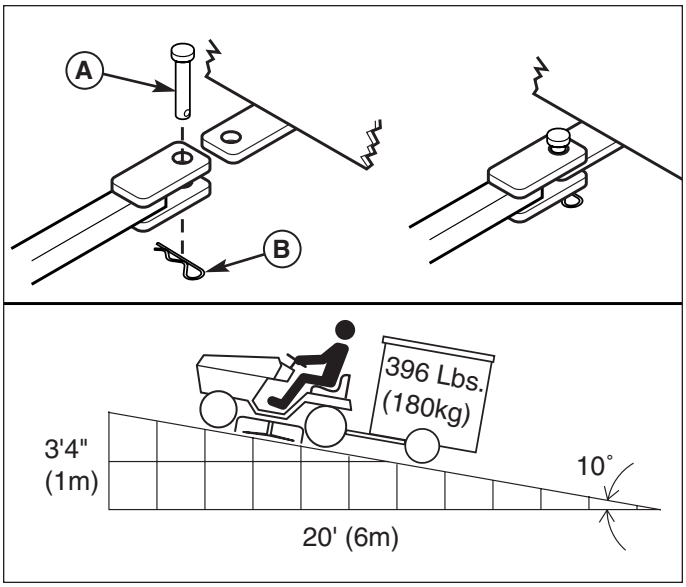

Figure 9. Trailer Weight Recommendations
The maximum horizontal drawbar force allowed is 444 Newton. The maximum vertical drawbar force is 222 Newton. This equates to a 396 lbs (180 kg) trailer on a 10 degree hill. Secure the trailer with an appropriately sized clevis pin (A, Figure 9) and clip (B).